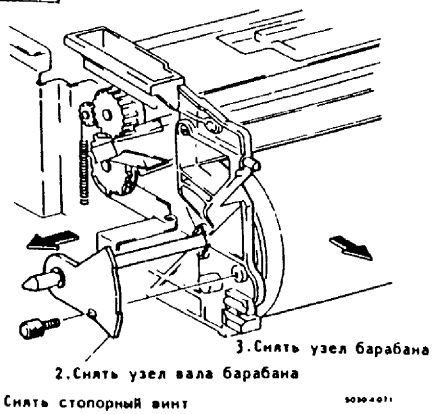

Рис.1. Снятие узла барабана
4. (Рис.1): Снять узел барабана.